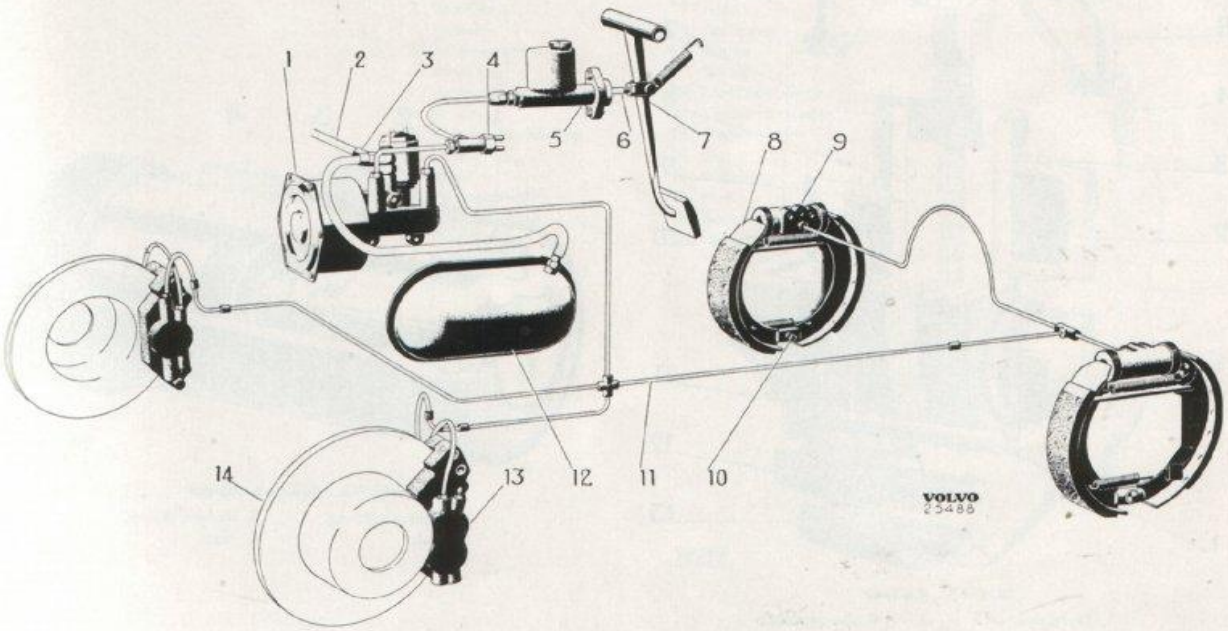
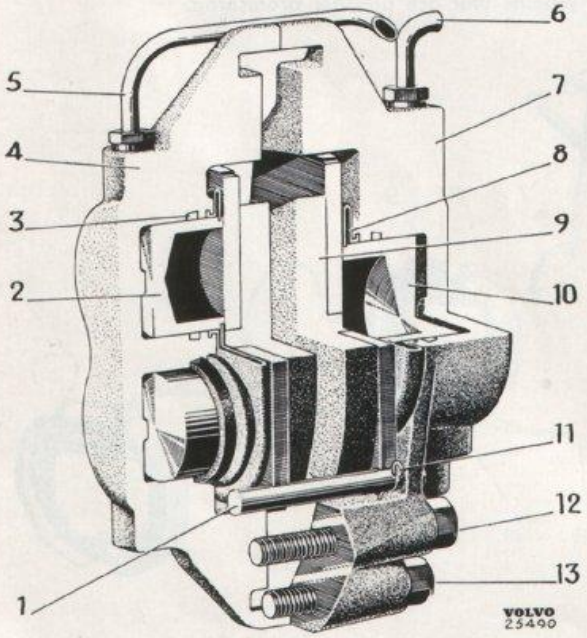

Bild 7-1. Fotbromssystem
Bild 7-3. Caliper
Framhjulsbromsarna är av typ skivbroms. Skivorna (14, bild 7-1) är av stål och är fästade på naven med vilka de roterar. Vid vardera hjulspindeln är fästad en hållare (13) för hjulcylindrar och bromsklotsar, en s. k. caliper. Dessutom är på hjulspindlarna fästade skyddsplåtar för bromsskivorna. Bromsklotsarna (9, bild 7-3) är försedda med ingjutna belägg. Vid bromsning tryckes det ena belägget mot bromsskivans inre sida av en större hydraulisk kolv (10) och det andra mot skivans yttre sida av två mindre kolvar (2). När bromsning upphör skjutes beläggen tillbaka så mycket att de alltid står på ett visst minimalt avstånd från bromsskivan, varför framhjulsbromsarna är självjusterande.
Bakhjulsbromsarna är av typ trumbroms. Bromsbackarnas övre ändar vilar mot en dubbelverkande hjulcylinder (9, bild 7-1) och de nedre ändarna mot en justeranordning (10).
När bromspedalen (7, bild 7-1) tryckes ned påverkar den medelst en tryckstång (6) kolven i huvudcylindern (5). Därvid stiger det hydrauliska trycket i huvudcylindern och överföres genom bromsvätskan till servobromscylindern (1) där det förstärkes. Trycket går vidare till hjulcylindrarna (9 resp. 13) i vilka kolvarna pressas utåt och ansätter bromsarna.